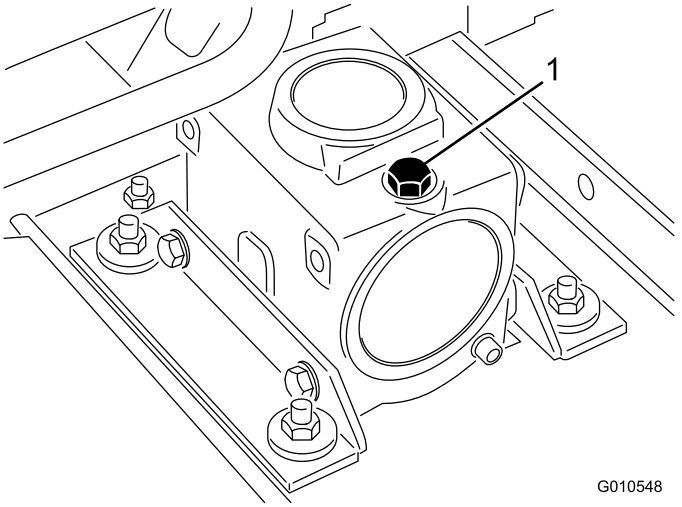

Figura 16
2. Parcheggiate la macchina e l'apparato di taglio su una superficie piana e abbassate l'apparato di taglio. Togliete il tappo di riempimento/asta di livello da sopra gli ingranaggi (Figura 16) e verificate che il lubrificante si trovi tra i segni riportati sull'asta. Se il lubrificante è insufficiente, aggiungete lubrificante per ingranaggi SAE 80-90 fino a portarne il livello tra i segni. In alternativa, si può utilizzare il lubrificante sintetico per ingranaggi SAE 80-90 wt.